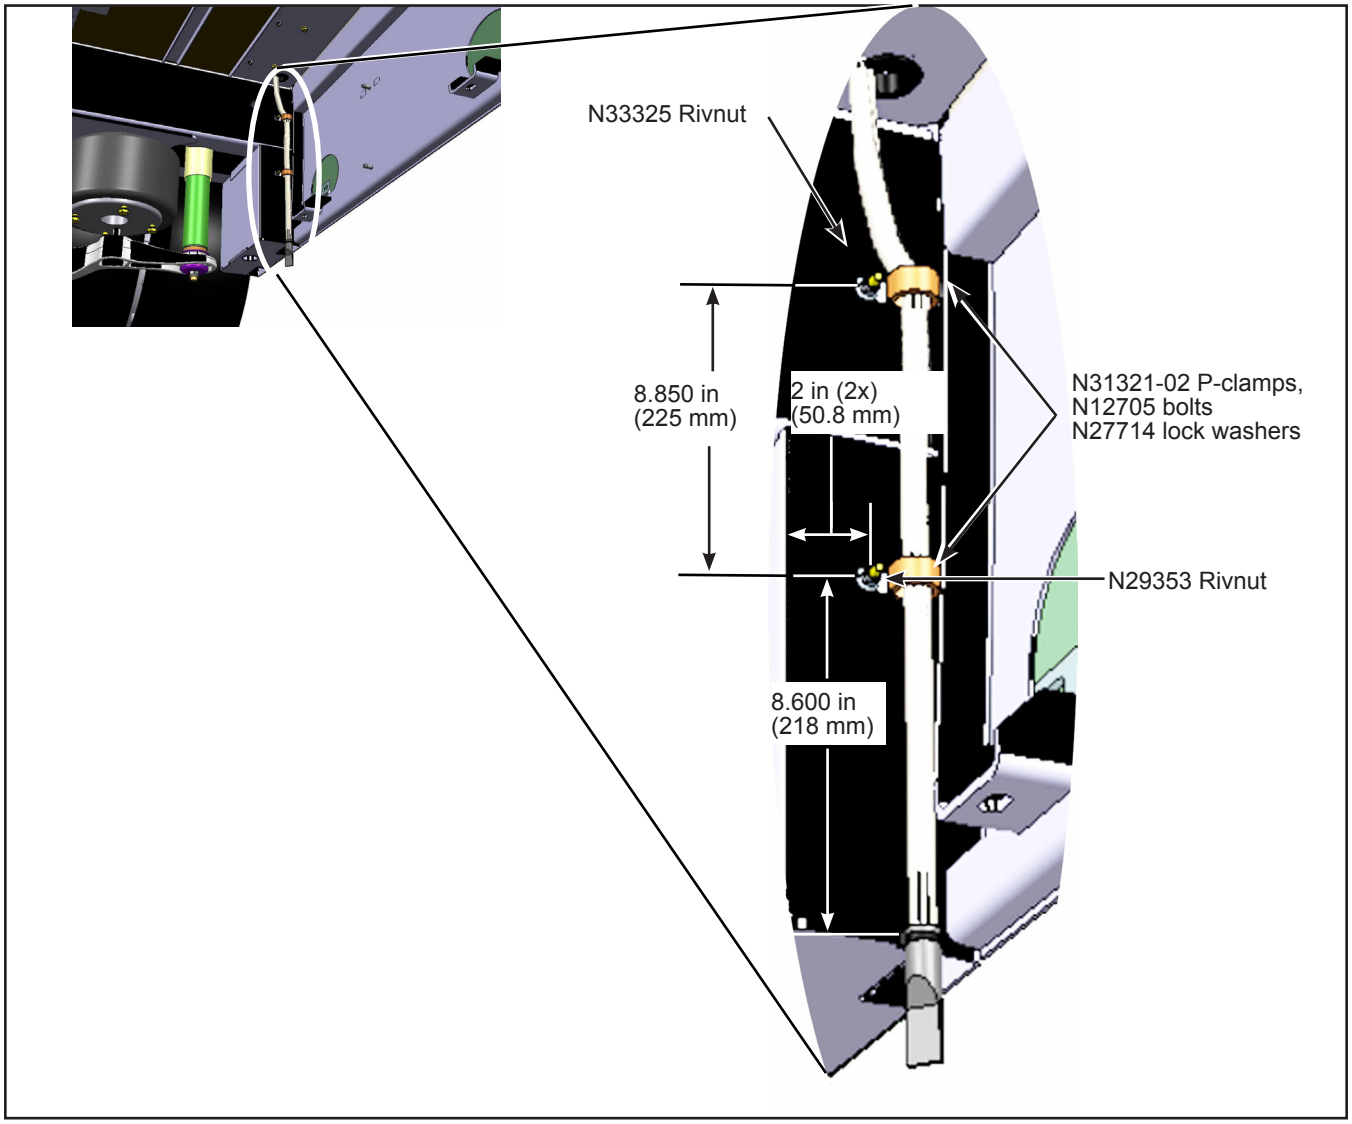

Figure 13 - Floor Convector Drain Hose Routing
1.27.1. Drill two 0.350 in. (9 mm) diameter holes at the position indicated in Figure 13.
1.27.2. Install the N33325 and N29353 rivnuts. See Figure 13.
1.27.3. Affix the draining hose with N31321-02 P-clamps, N12705 bolts and N27714 lock washers. See Figure 13.